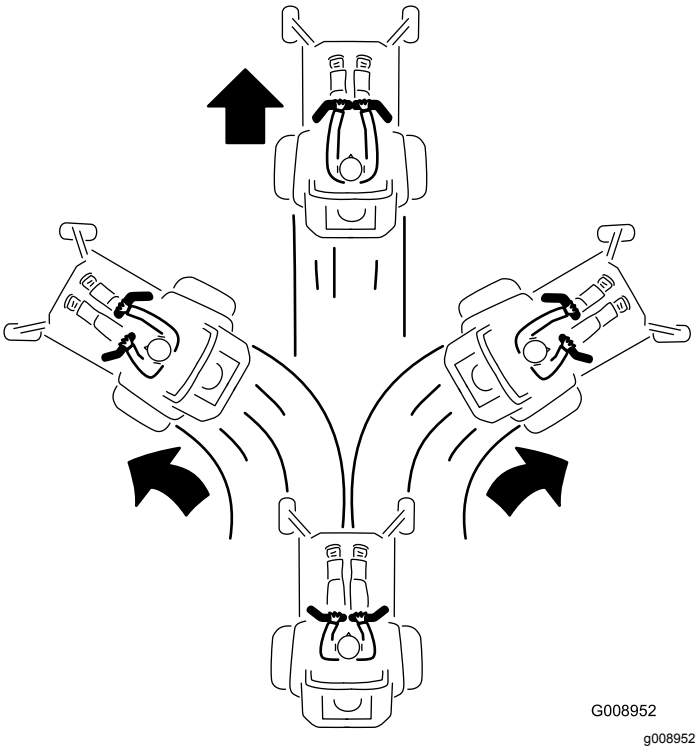

Figur 33
3. Skyv bevegelsekontrollspakene forsiktig forover for å gå fremover (Figur 33).